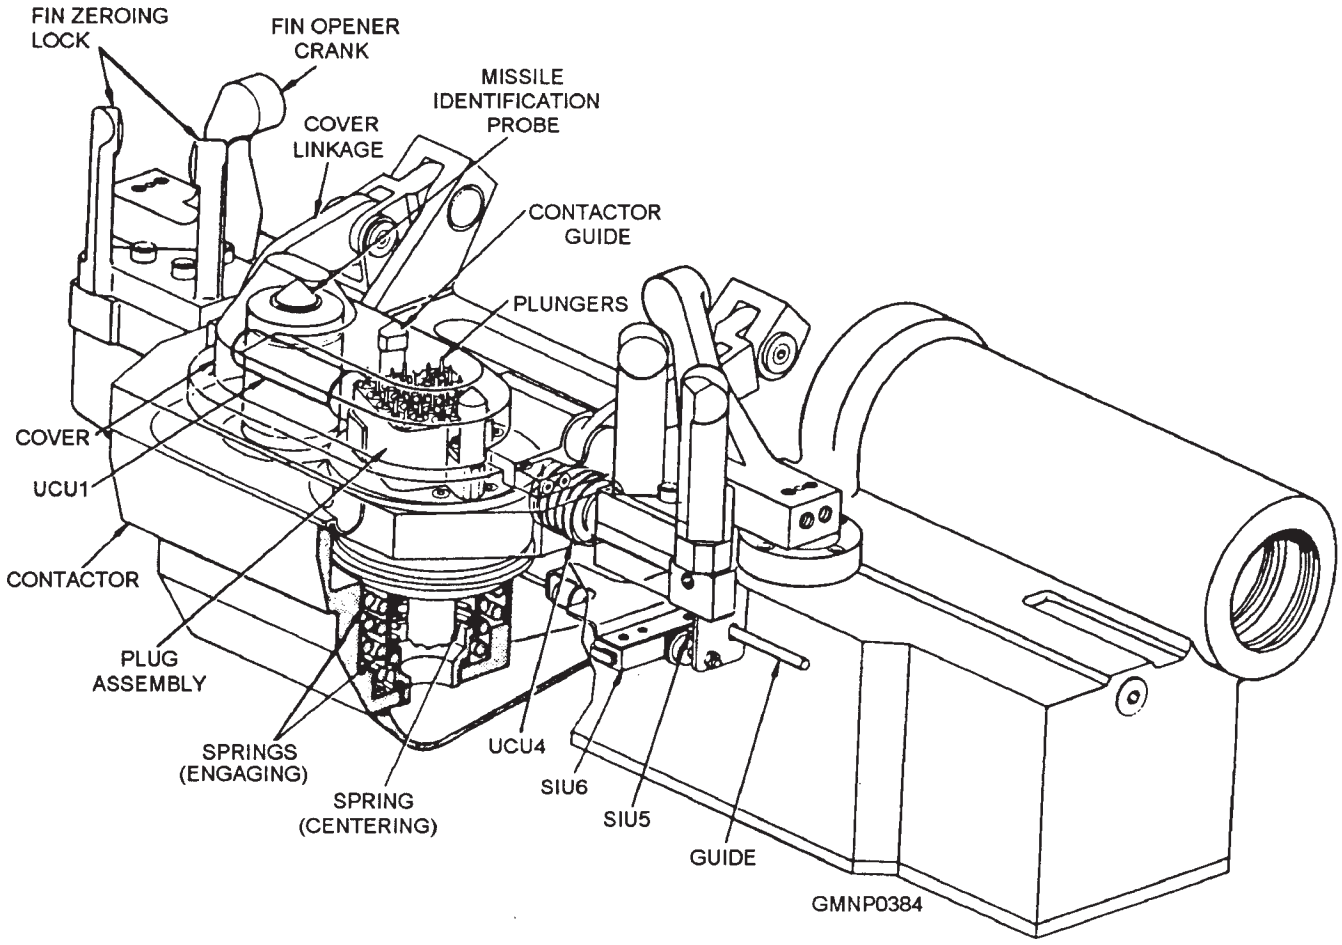

**Figure 7-6.—Right-hand fin opener and contactor assembly.**
**FIN OPENER AND CONTACTOR ASSEMBLY**.—Functionally, the identification probe (fig. 7-6) is used twice in system operation. During an initial strikedown on-load of a missile, the fin opener assembly is extended to the missile. The probe connects the missile-type information to the control system of the launcher. There it is stored in the identification memory circuits as missile-type and cell-location data. When this action is accomplished, the fin opener assembly is disengaged and the missile may be unloaded into a cell.